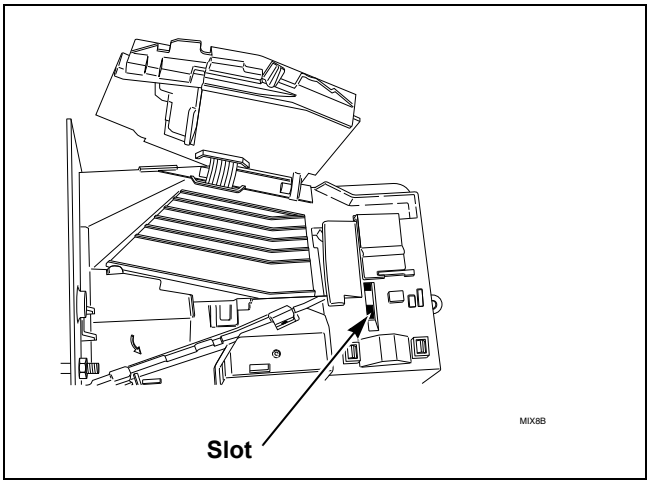

Figure 8
(10) Attach clip to new tension spring, Part No. 209/00598/02.
(11) Place clip, installed on spring, in slot on coin drop. Refer to *Figure 8*.